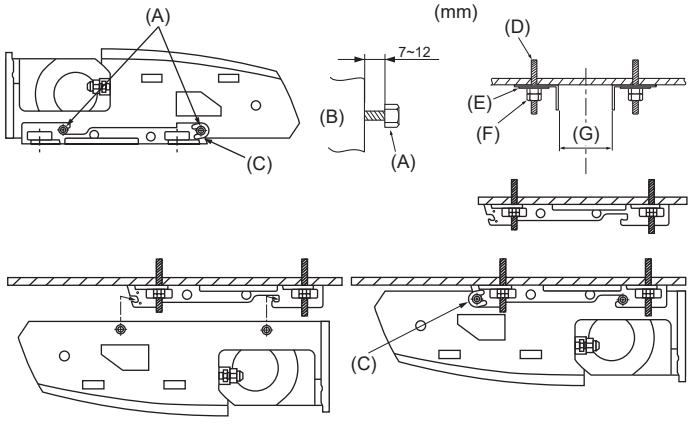

Abb. 3-6
2) Anbringung der Aufhängungsklammer zunächst an der Decke (Abb. 3-6)